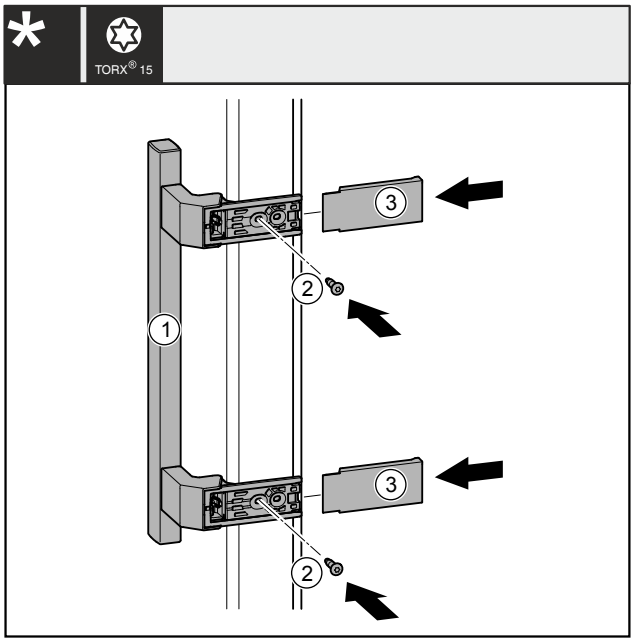

Fig. 29
▶ Griff *Fig. 29 (1)* auf der Gegenseite ansetzen.
▶ Schrauben *Fig. 29 (2)* mit Schraubendreher festschrauben.
▶ Abdeckungen *Fig. 29 (3)* seitlich ansetzen und aufschieben, so dass sie einrasten.